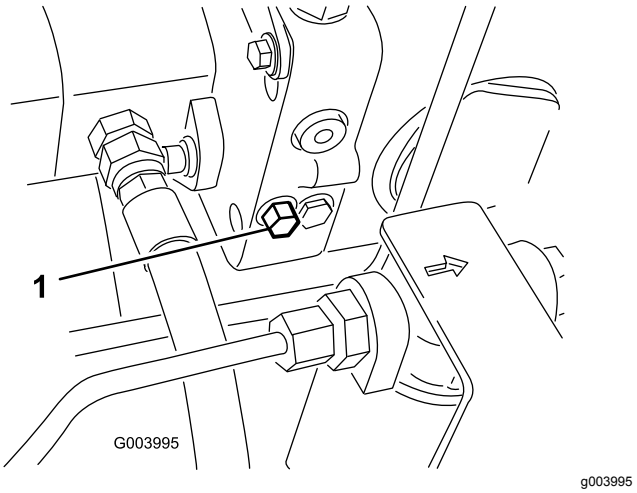

Figur 69
1. Vrid bulten 1–1,5 varv för att öppna ventilen och låta olja avledas internt (Figur 69).